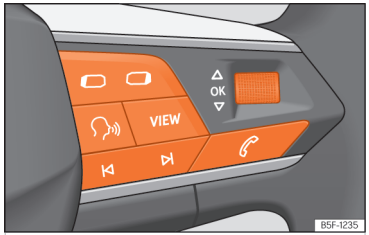

Abb. 10 Rechte Seite des Multifunktionslenkrads: Bedienelemente für die Menüs und Informationsanzeigen im Kombi-Instrument (modellabhängig).
Solange eine Warnung der Priorität 1 vorliegt, ››› S. 23, kann auf kein Menü zugegriffen werden. Einige Warnmeldungen können über die Taste OK am Multifunktionslenkrad bestätigt und ausgeblendet werden ››› (Abb. 10).
- Falls eine Meldung oder das Fahrzeug-Piktogramm angezeigt wird, drücken Sie die Taste OK ››› (Abb. 10); ggf. mehrere Male.